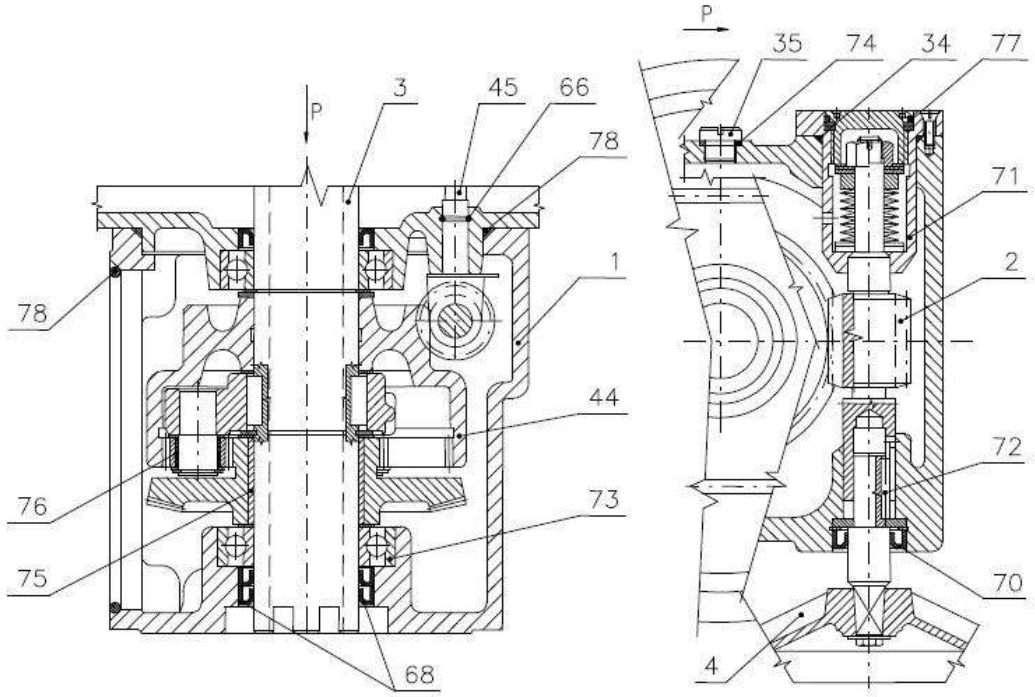
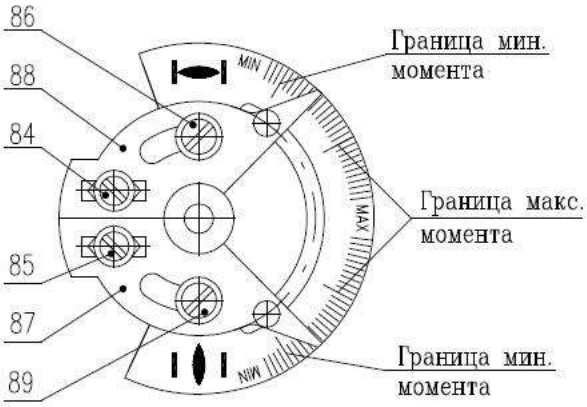

Рис.2
Рис.4
Модуль М3 – силовая передача с ручным управлением (рис.2)
3) Блок моментного выключения (рис. 4 и 5) состоит из трех функциональных единиц:
- моментное колесо (рис. 4);
Моментное колесо (рис.4) закреплено на моментном валике (45) (рис.2), выходящем от силовой передачи (рис.2). Угол поворота моментного колеса пропорционален крутящему моменту на выходном вале (3) (рис.2) электропривода. Его величина устанавливается